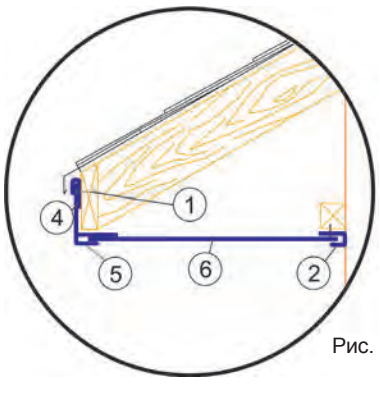

Рис. 12
Вставьте лист софита (6) в одну из планок, а затем сдвиньте на 8-10 мм в сторону другой планки. Закрепите лист софита (6) с помощью саморезов (1) (рис. 12, 13).